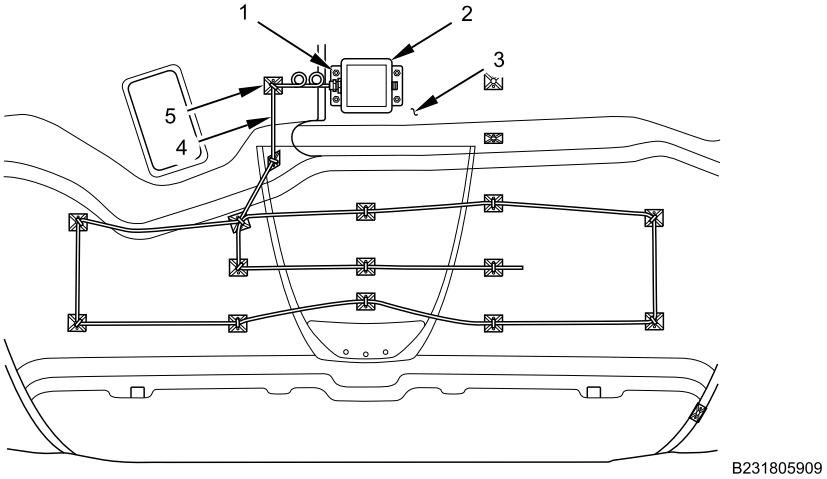

Figure 14. Underside of Hood Assembly.
8. Install FSS engine sensor (Figure 14, Item 2) on underside of hood (Figure 14, Item 3), with four bolts and new locknuts (Figure 14, Item 1).
9. Position FSS engine sensor wire (Figure 14, Item 4) as shown and install new cable lock straps (Figure 14, Item 5).